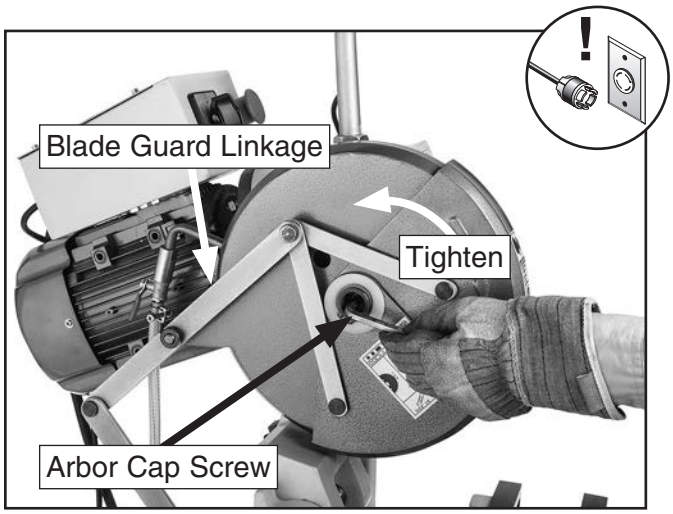

Figure 24. Tightening blade.
7. Align flange pins with holes in saw arbor, and install using hex wrench (see **Figure 24**).